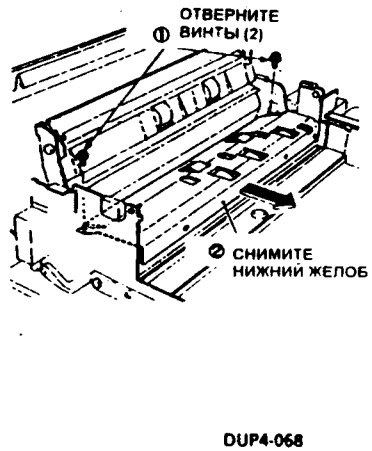

Рис. 2
4. (Рис. 2): Снимите нижний желоб.